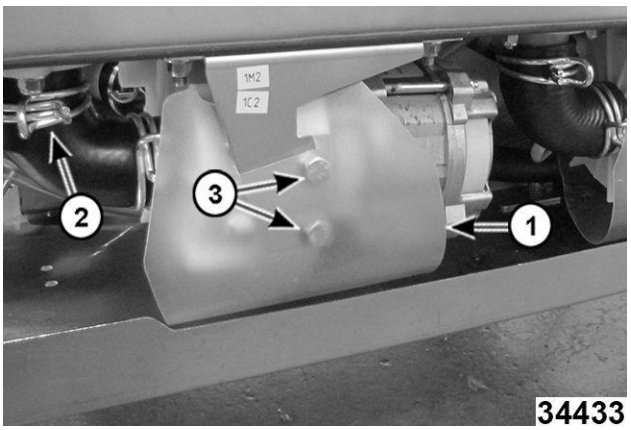
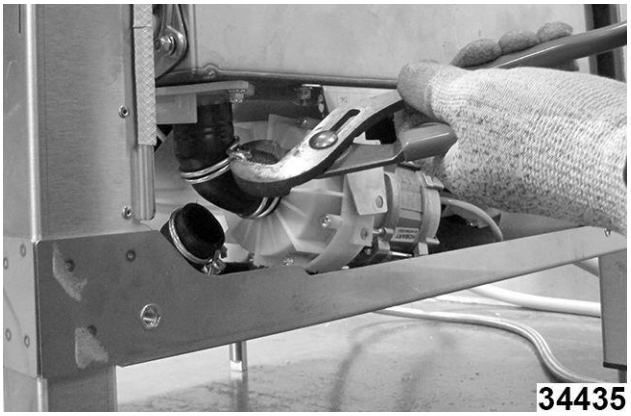

Fig. 112
Fig. 113
2. Retire la cubierta Mylar (1, Fig. 112)
3. Afloje y mueva hacia atrás la abrazadera de la manguera de admisión. (2, Fig. 112) (Fig. 113)
4. Quite dos tornillos de cabeza hexagonal. (3, Fig. 112)